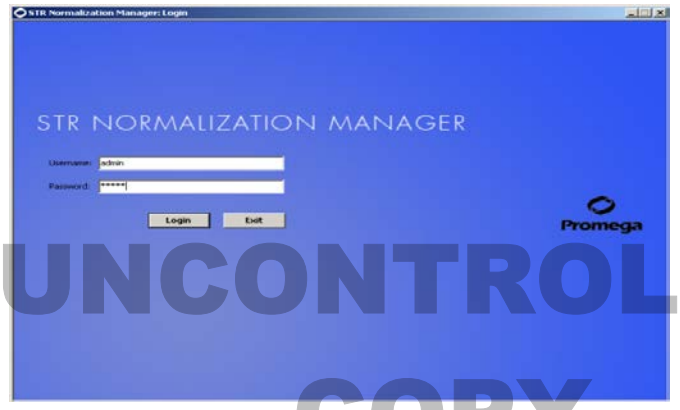

Figure 3. The STR Normalization Manager
5.4.4 The next window to pop open will be for entry of plate specific information into the STR Normalization Manager interface, shown in Figure 3.